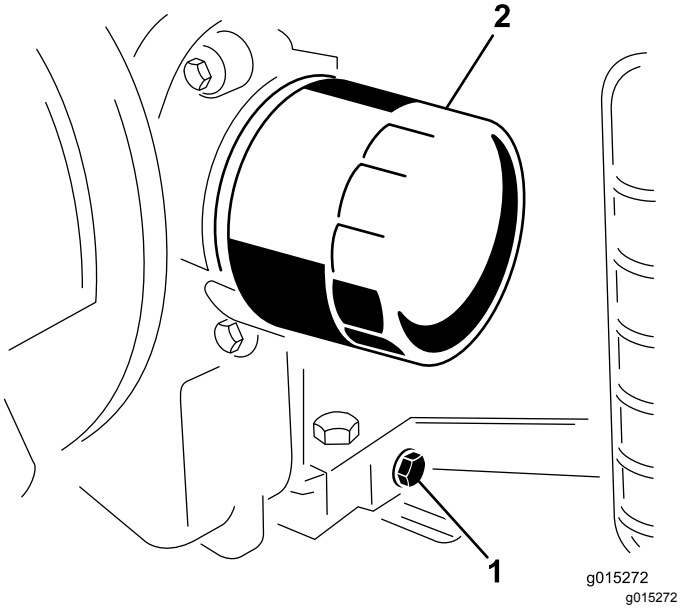

Figur 15
4. Ställ ett kärl under avtappningsröret. Lossa oljepluggen så att oljan kan rinna ut (Figur 15).